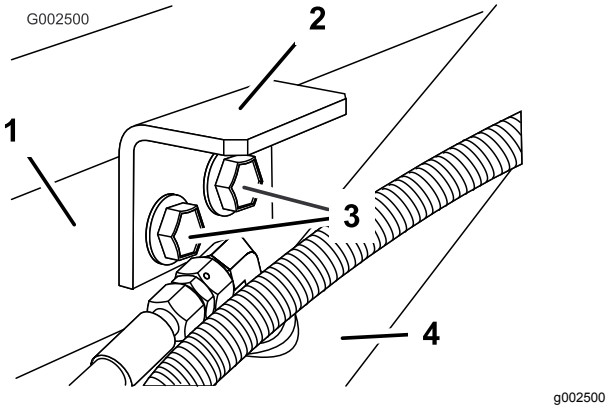

Figur 8
3. Monter holdebraketten ved å bruke de to boltene og flensmutrene fjernet tidligere (Figur 8).